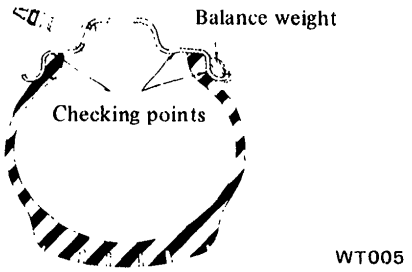

Fig. WT-7 Wheel rim run-out check points
a. **Be sure to place correct balance weights on inner edge of rim as shown in Figure WT-7.**
1. Check wheel rim, especially, rim flange and bead seat for rust, distortion, cracks or other defects which might cause air leaks. Function of tubeless tire depends on a good seal between tire bead and wheel rim. Thoroughly remove rust, dust, oxidized rubber or sand from wheel rim with wire brush, emery cloth or paper. Use dial gauge to examine wheel rim for lateral and diametral runout. See Figure WT-7.